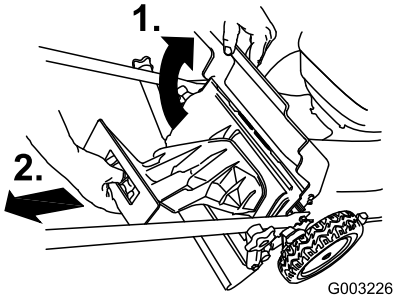

Figur 22
1. Höj och håll upp den bakre luckan (Figur 22).
2. Lossa den bakre utkastarpluggen (Figur 22).